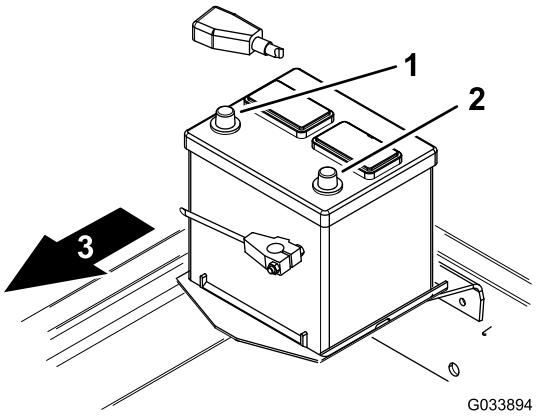

**Figur 11**
2. Anslut batteriets pluskabel (röd) till batteriets pluspol (+) och skjut sedan på gummiskon över pluspolen (Figur 11).
3. Anslut batteriets minuskabel (svart) till batteriets minuspol (-) på batteriet (Figur 11).